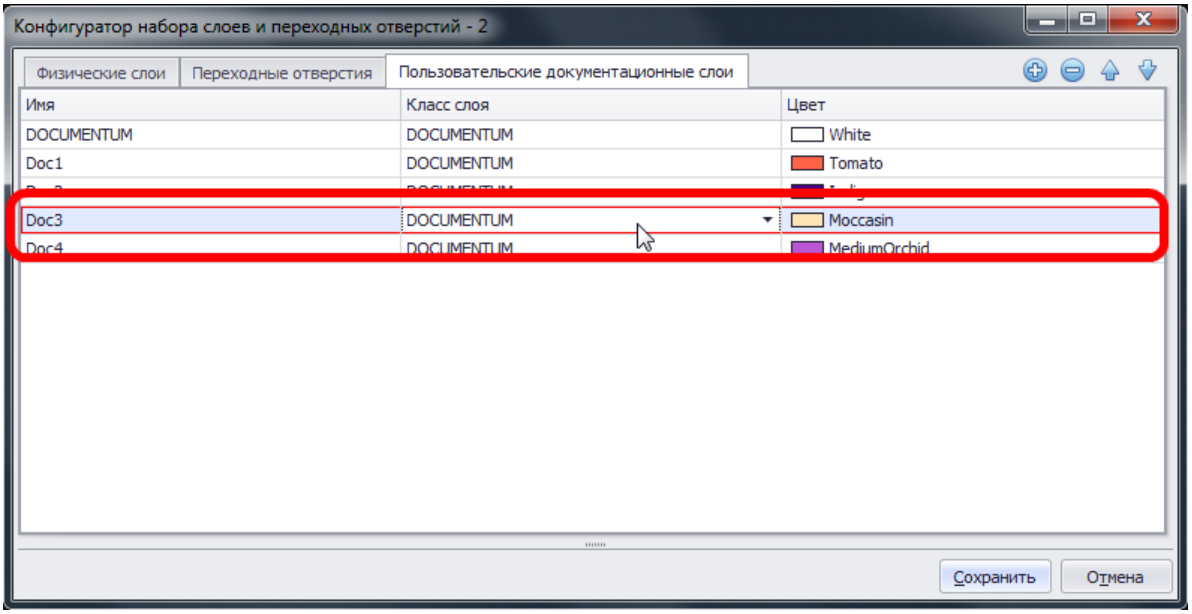

Рис. 680. Выбор документационного слоя
2. В таблице или выбрать документационный слой, который необходимо удалить, см. Рис. 680.